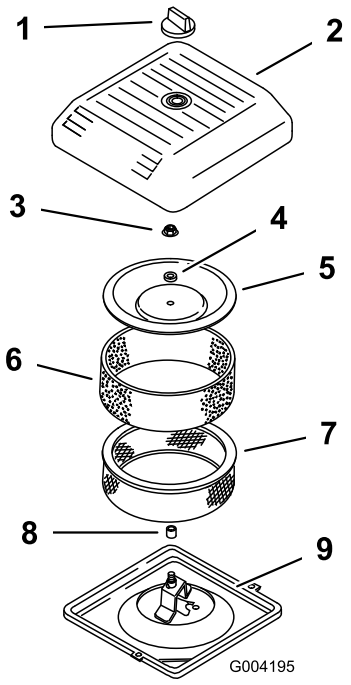

Rysunek 43
3. Odkręć pokrętło i zdejmij pokrywę filtra powietrza (Rysunek 43).
4. Ostrożnie wysuń piankowy filtr wstępny z wkładu papierowego (Rysunek 43).
5. Odkręć nakrętkę pokrywy i zdejmij pokrywę, przekładkę i filtr papierowy (Rysunek 43).
2. Umieść zespół filtra powietrza w podstawie filtra powietrza (Rysunek 43).
3. Zamocuj pokrywę, podkładkę i zabezpiecz nakrętką pokrywy (Rysunek 43). Dokręć nakrętkę do 11 N-m.
4. Załóż pokrywę filtra powietrza i zamocuj pokrętłem (Rysunek 43).